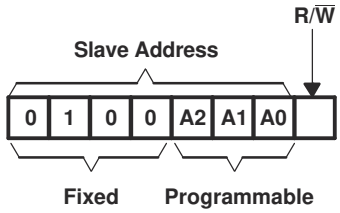
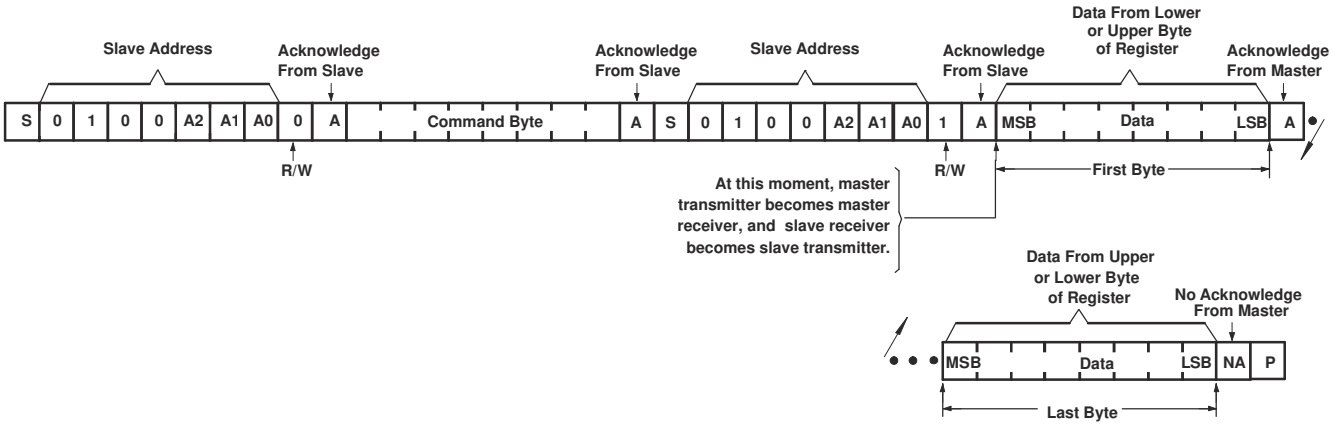

图 8-6. Pca9535 Address
图 8-10. Read From Register
图 8-6 shows the address byte of the PCA9535.
Data is transmitted to the PCA9535 by sending the device address and setting the least-significant bit to a logic 0 (see 图 8-6 for device address). The command byte is sent after the address and determines which register receives the data that follows the command byte.
The bus master first must send the PCA9535 address with the least-significant bit set to a logic 0 (see 图 8-6 for device address). The command byte is sent after the address and determines which register is accessed. After a restart, the device address is sent again, but this time, the least-significant bit is set to a logic 1. Data from the register defined by the command byte then is sent by the PCA9535 (see 图 8-10 through 图 8-12).
B. This figure eliminates the command byte transfer, a restart, and slave address call between the initial slave address call and actual data transfer from P port (see 图 8-10 for these details).